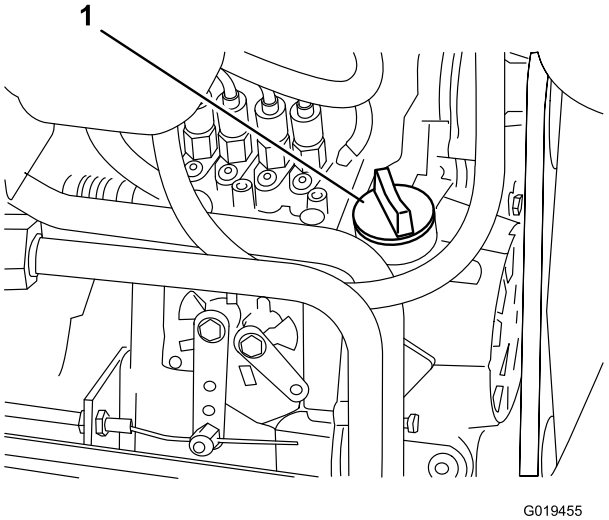

Bild 30
3. Wenn der Ölstand niedrig ist, nehmen Sie den Deckel des Einfüllstutzens (Bild 30) ab und füllen Sie Öl auf, bis der Ölstand die VOLL-Marke am Ölpeilstab erreicht. Füllen Sie nicht zu viel ein.